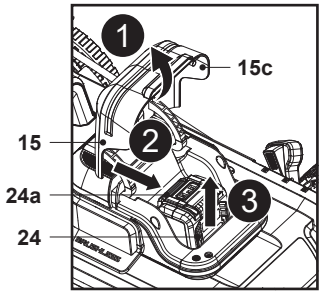

**Fig. 9**
1. Deschide capacul magnetic (15c) și capacul compartimentului pentru acumulator (15) (fig. 9, pasul 1).
2. Apasă în jos butonul de eliberare (24a) pentru a debloca piedica acumulatorului (24) (fig. 9, pasul 2).
3. Glisează acumulatorul (24) afară din compartiment (fig. 9, pasul 3).
4. Închide cu grijă capacul compartimentului pentru acumulator (15).